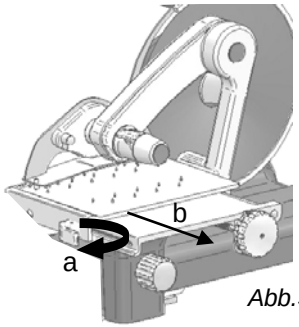

Abb.31
1. Den Hebel f. Ausrastung der bewegl. Platte zu sich schieben (*Abb. 31 Detail a*);
2. Die bewegliche Platte hauerausschieben (*Abb.31 Detail b*);